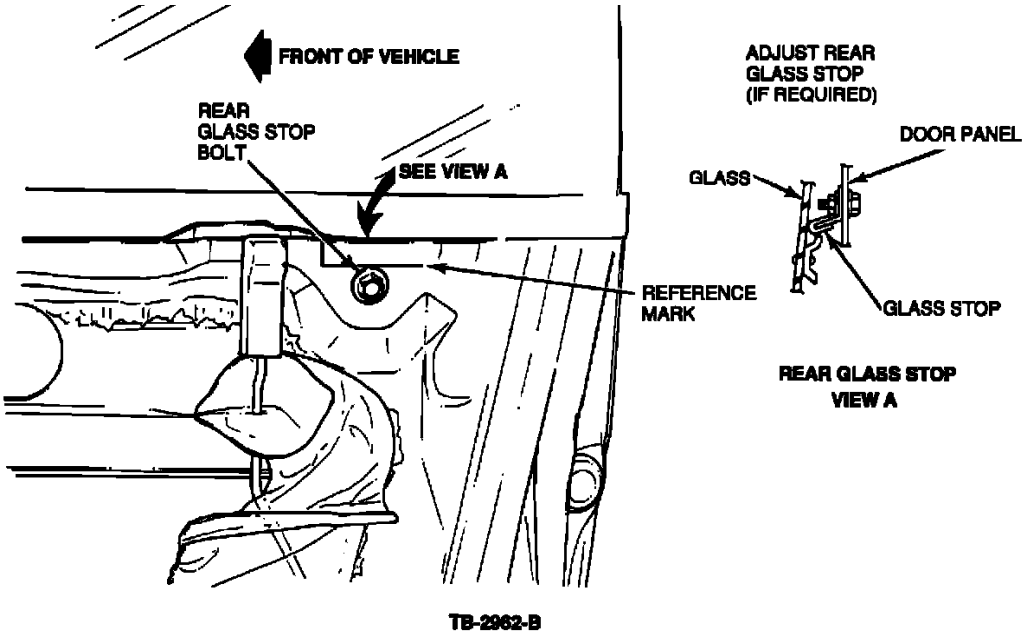

Figure 6
a. With the glass in the full up position, close the door until the top rear corner of the glass lightly touches the weatherstrip. See Figure 6.